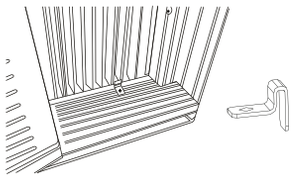
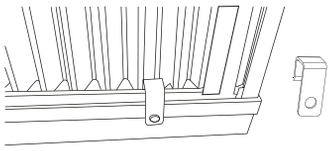

Fig.7A
Fig.7B
A. Coloque el bloqueo del marco entre las extensiones del marco y el alféizar de la ventana como se muestra (Fig.7A para ventanas de madera), (Fig.7B para ventanas con revestimiento de vinilo).